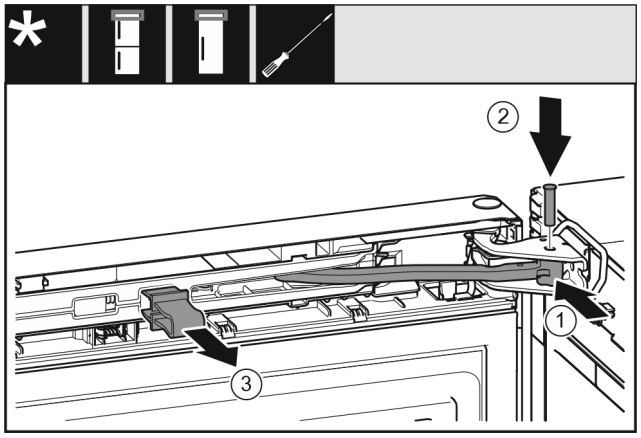

Fig. 72
▶ Pagrieziet šarnīru *Fig. 72 (1)* gultņa balstā.
▶ Ievietojiet tapu *Fig. 72 (2)* gultņa balstā un šarnīrā. Uzmaniet, lai fiksācijas izcilnis pareizi atrastos rievā.
▶ Noņemiet aizturi *Fig. 72 (3)*.